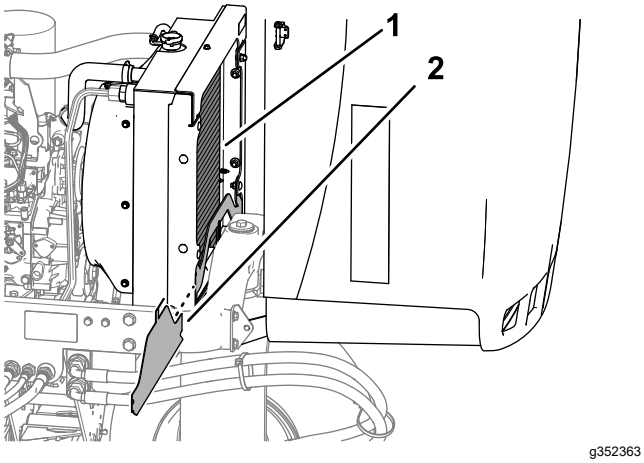

**Figur 82**
4. Ta bort det nedre kylarskyddet (Figur 82).
5. Rengör båda sidorna av kylaren noggrant med vatten eller tryckluft (Figur 82).